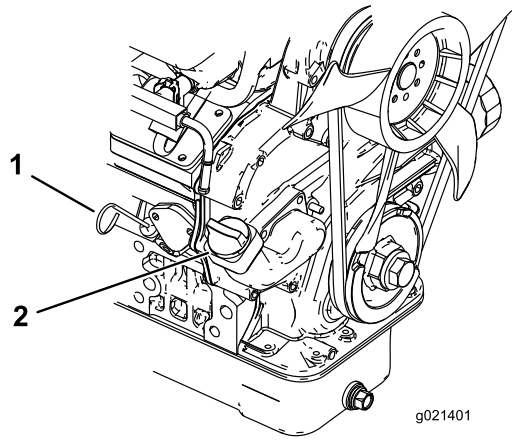

Figur 25
2. Ta ut oljestickan (Figur 25) och torka av den med en ren trasa. Sätt ned oljestickan i röret och se till att den sitter fast ordentligt. Ta ut oljestickan och kontrollera oljenivån.
3. Om oljenivån är låg tar du bort påfyllningslocket (Figur 25) och fyller på tillräckligt med olja så att nivån når upp till markeringen FULL på oljestickan.